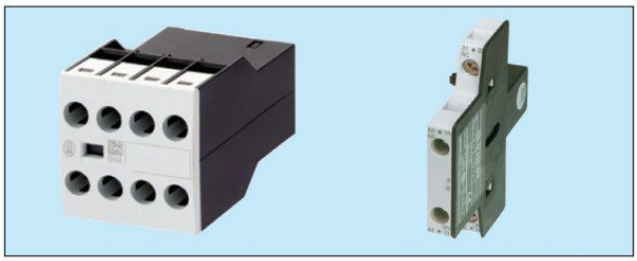

Bild 2: Hilfsschalterbausteine
- Schütze können durch den Anbau von Hilfsschalterbausteinen mit Steuerkontakten erweitert werden **(Bild 2)**.